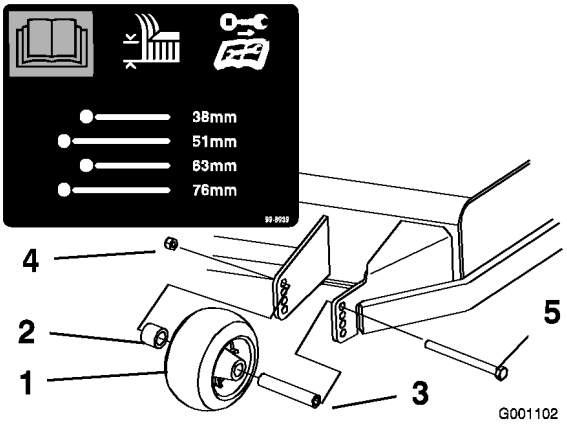
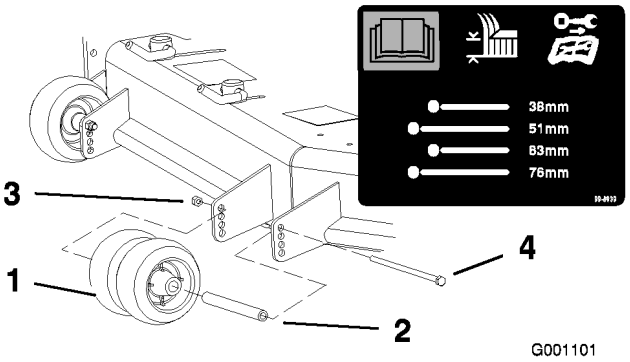
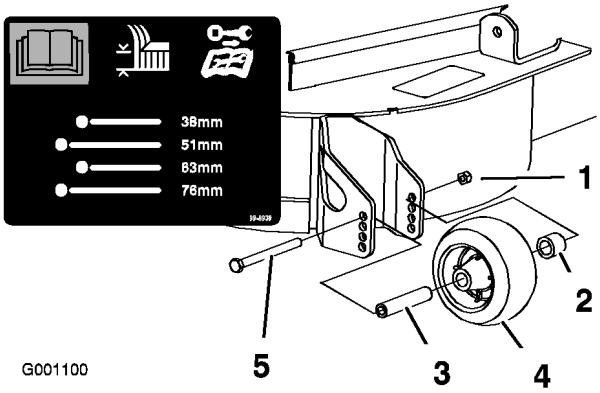

Figur 18
Figur 19
Figur 20
3. Etter å ha justert klippehøyden må du justere valsene ved å fjerne flensmutteren, hylse, avstandsstykke og bolt (Figur 18, Figur 19 og Figur 20).
Merk: De to midtre valsene har ikke et avstandsstykke (Figur 19).
5. Monter flensmutteren, hylsen, avstandsstykket og bolten. Stram til et moment på 54-61 Nm (Figur 18, Figur 19 og Figur 20).